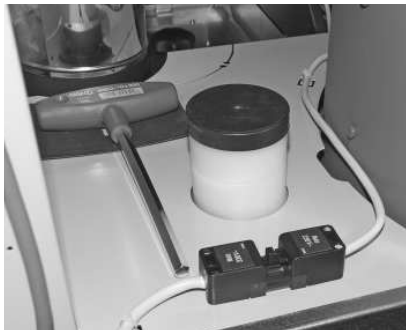

Fig. 151 Clé pour vis à six pans
- Retirer la clé pour vis à six pans de la paroi arrière, au niveau du manchon de remplissage du réservoir d'eau – Fig. 151.